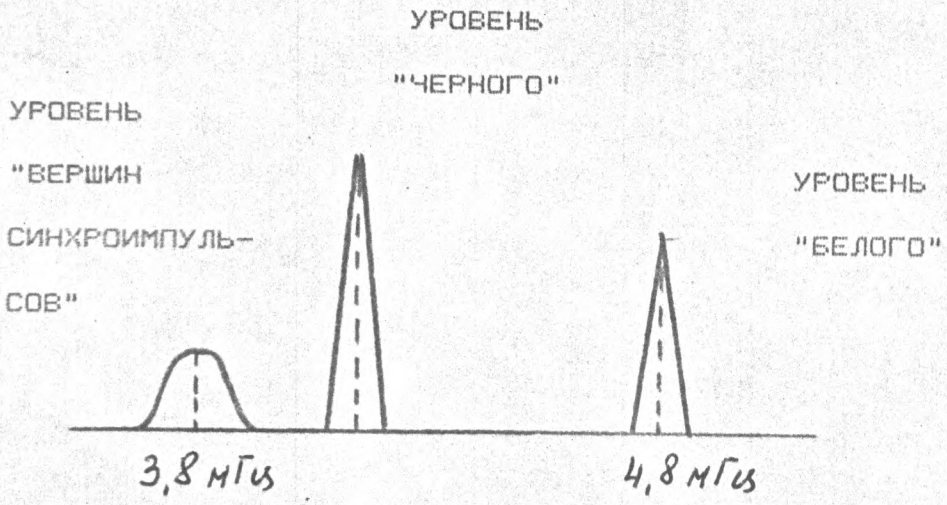

РИС.7.5.
7.6.2.3. ПОДКЛЮЧИТЕ АНАЛИЗАТОР СПЕКТРА СК4-59 К К.Т. A3-X12 И РЕГУЛИРОВКОЙ КОНДЕНСАТОРА =A3-C76 И РЕЗИСТОРА A3-R23 ДОБЕЙТЕСЬ РАССТАНОВКИ ЧАСТОТ ЧМ СИГНАЛА ПО ОТКЛИКАМ НА ЭКРАНЕ АНАЛИЗАТОРА (РИС.7.5) (3.8+-0.05)МГЦ (УРОВЕНЬ "ВЕРШИН СИНХРОИМПУЛЬСОВ") И (4.8+-0.05)МГЦ (УРОВЕНЬ "БЕЛОГО").